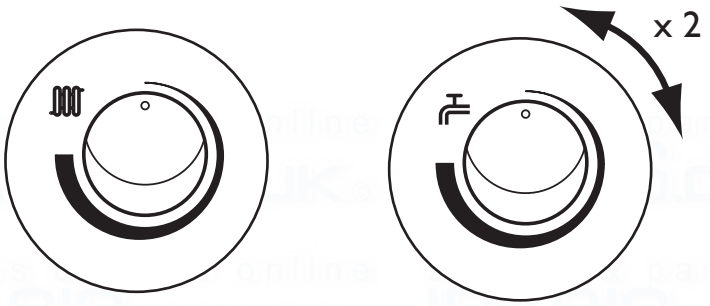

Fig. 83
3. Turn both control knobs fully anticlockwise, then quickly turn the right hand knob 1/4 clockwise twice and back fully anticlockwise (Fig. 83).